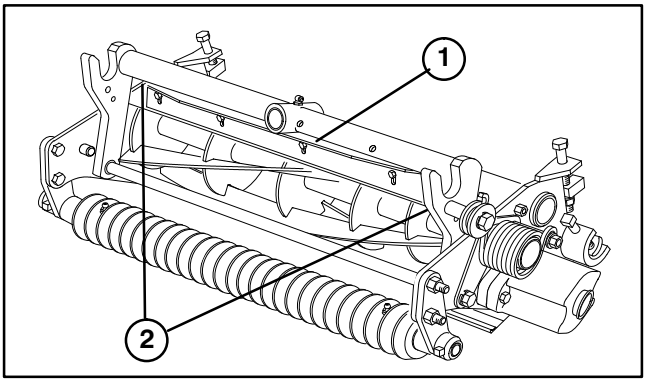

Figure 3
1. Set cutting unit in normal cutting position (Fig. 3).
2. Loosen capscrews and nuts securing shield to each side−plate, adjust shield to desired height and tighten fasteners (Fig. 3).